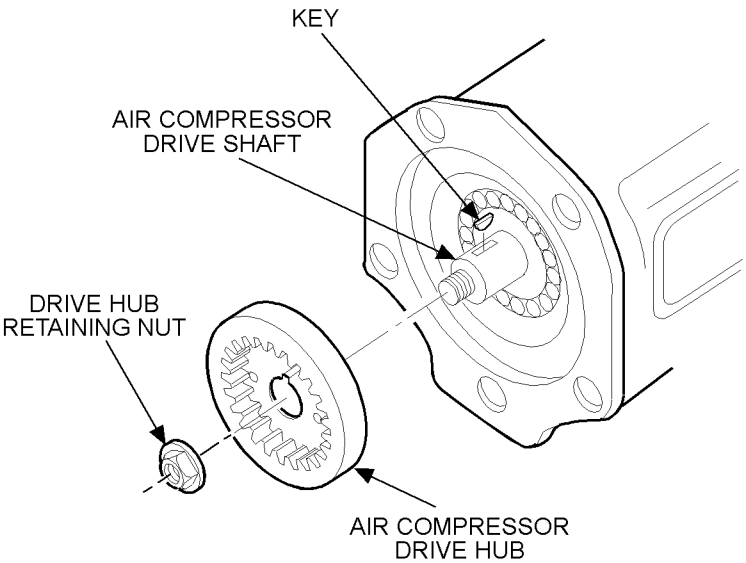

Figure 10-14 Air Compressor Drive Hub Assembly
1. Install the hub to the shaft as far as it will go by hand. Do not cock or jam the hub. See Figure 10-14.